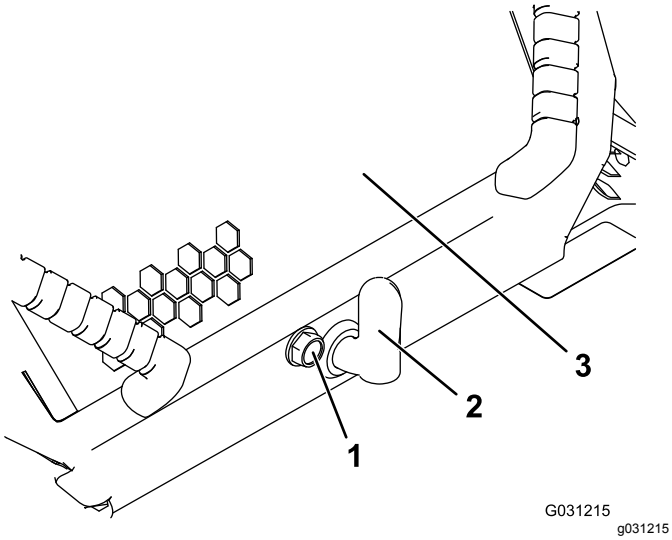

**Rysunek 34**
1. Poluzuj śrubę blokującą maskę (Rysunek 34).
2. Przekręć zaczep maski w prawo (Rysunek 34).
3. Unieś maskę do góry za ucha (Rysunek 34).
3. Dokręć śrubę mocującą maskę, unieruchamiając zaczep (Rysunek 34).